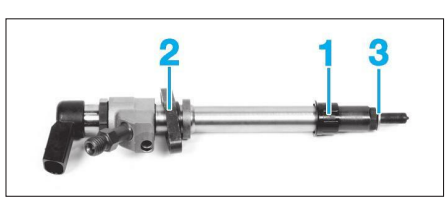

**Fig. 36**
• Enfoncer le joint neuf (1) directement sur la culasse **(Fig.36)**.
• Serrer les brides (2) au couple prescrit en équilibrant le serrage de chaque côté de manière à garder la bride droite.
• Veiller à la présence du joint neuf (3) sur les injecteurs avant le remontage.